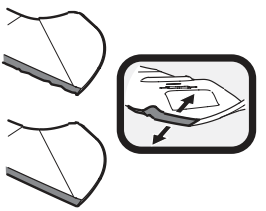

Fig. 55
1. To properly sharpen the cutting blades, remove equal amounts of metal from both ends of the blades along the cutting edges, parallel to the trailing edge, at a 25° to 30° angle. Always grind each cutting blade edge equally to maintain proper blade balance (Fig. 55).